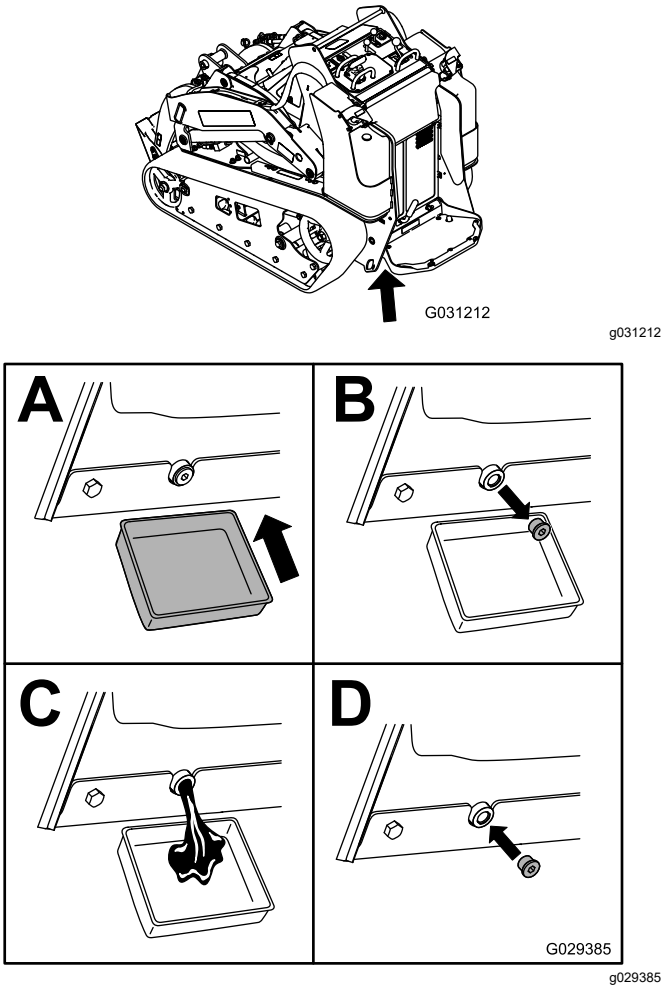

Figur 45
5. Töm ut oljan under plattformen (Figur 45).